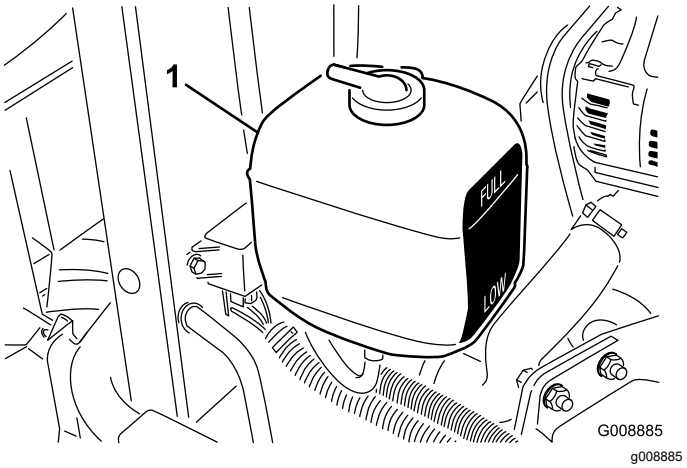

**Figuur 31**
1. Controleer het koelvloeistofpeil in de expansietank (Figuur 31). Als de motor koud is, behoort het koelvloeistofpeil ongeveer halverwege tussen de markeringen op de zijkant van de tank te staan.